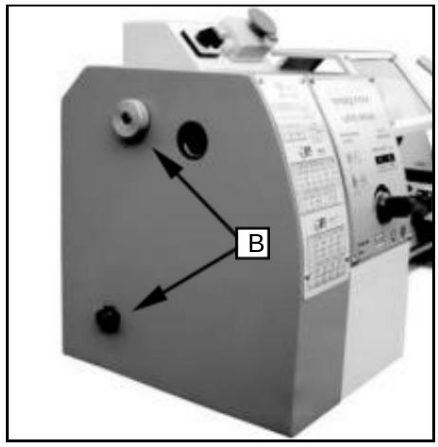

Fig. 15
1. Skruva loss de två fästskruvarna (B, Fig.15) och